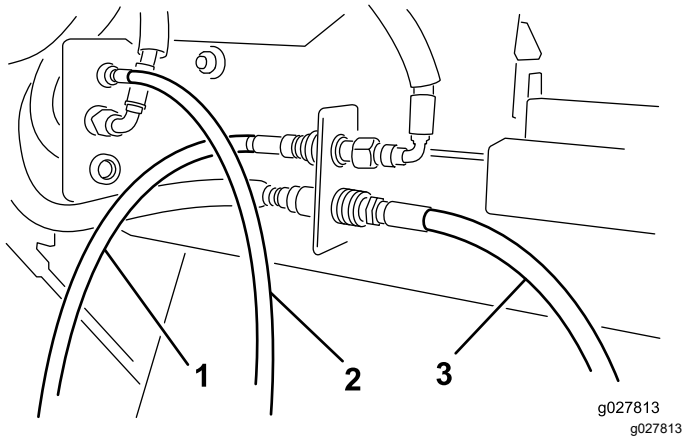

Figura 5
5. Conecte los conectores rápidos de las mangueras del motor hidráulico a los conectores de la Versa Vac, como se muestra en la Figura 5.